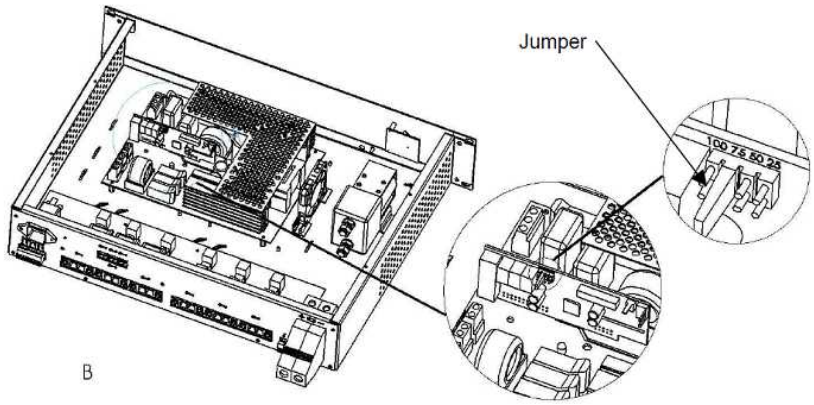

Figure 1 : Location of the jumper
- Imax b (mains not present) : maximum available current which may be drawn from the batteries when the mains supply is not available, 150A if the jumper is set on '75', or 100A if the jumper is set on '50' (see figure 1).